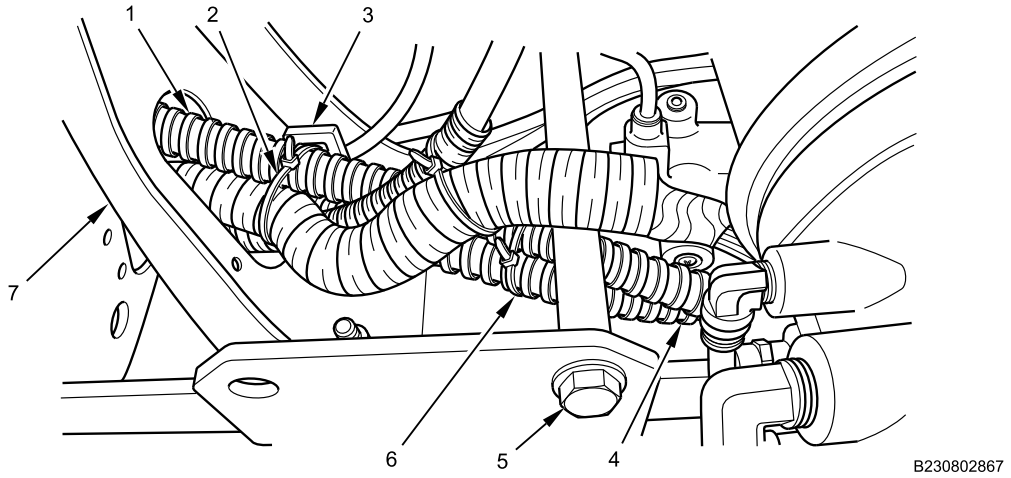

Figure 7. Transfer Case Oil Cooler Hose Routing.
15. Remove cable lock strap (Figure 7, Item 2) from harness bundle retainer (Figure 7, Item 3). Discard cable lock strap (Figure 7, Item 2).
16. Remove cable lock strap (Figure 7, Item 6) from oil cooler hoses (Figure 7, Item 1 and 4). Discard cable lock strap (Figure 7, Item 6).
17. Remove oil cooler hoses (Figure 7, Item 1 and 4) from frame crossmember (Figure 7, Item 7).
18. Remove oil cooler hoses (Figure 7, Item 1 and 4) from behind body mount bolt (Figure 7, Item 5).
19. Remove transfer case oil cooler hoses (Figure 7, Item 1 and 4) from under vehicle.